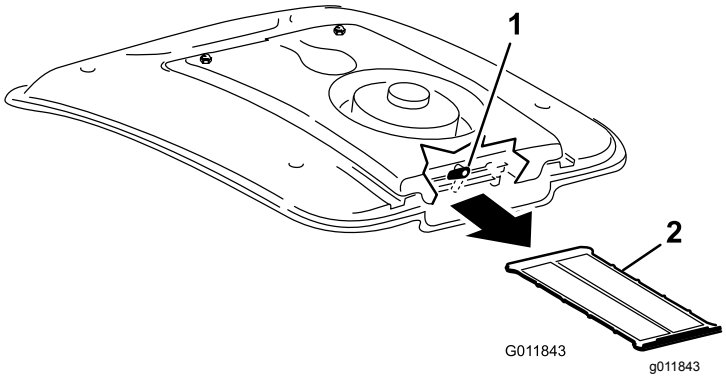

Figur 117
2. Vrid spärren längst bak på fläktmonteringen åt sidan (Figur 117).
3. För ut luftkonditioneringsfiltret från under luftkonditioneringsspolen (Figur 117).
4. Rengör filtret noga med tryckluft (Figur 117).